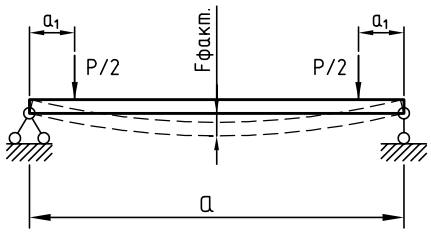

Рис. 4
В отличии от стоек, ригели, помимо ветровых, воспринимают нагрузки от собственного веса и веса заполнения. Целью расчета является выбор профиля ригеля с моментом инерции Ix, фактичкеский прогиб которого меньше допустимого, уловие (2). При этом допустимый прогиб ригеля не должен превышать 0,3 см. На рис. 4 показана схема распределения нагрузки на ригель от веса заполнения.